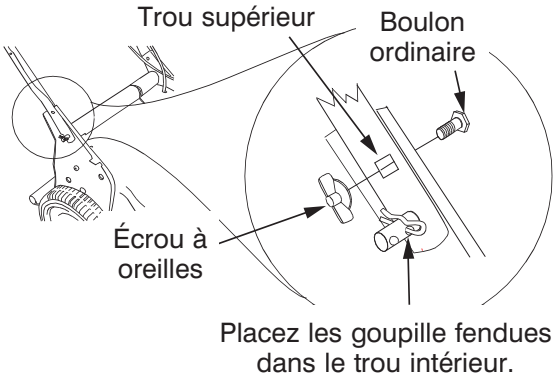
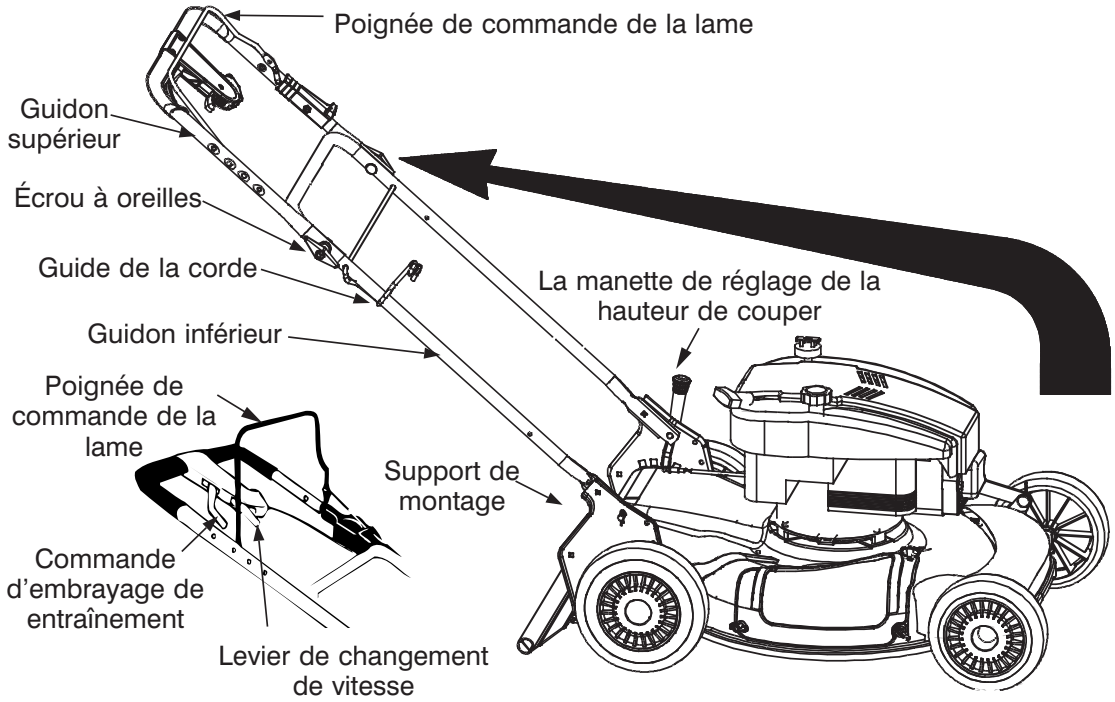

Figure 2
Figure 1
La poignée de commande de la lame se trouve sur le guidon supérieur de la tondeuse. Voir la Figure 1. Il faut serrer cette poignée contre le guidon pour que la tondeuse fonctionne. Le fait de lâcher la poignée arrête le moteur et la lame.
Il se trouve sur le boîtier de la commande d'embrayage de l'entraînement, sur le guidon supérieur. Voir la Figure 1. Il sert à choisir la vitesse de déplacement de la tondeuse. Lâchez la commande d'embrayage de l'entraînement pour changer de vitesse.
ASSEMBLAGE DE LA TONDEUSE (Voir la Figure 1)
- Relevez le guidon supérieur en le tirant pour le placer en position de travail. Voir la Figure 1. Assurez-vous que le guidon inférieur est bien appuyé sur les supports de montage. Serrez les écrous à oreilles de chaque côté du guidon. Voir la Figure 2.
- Enlevez les goupilles fendues placées dans le trou extérieur des goupilles soudées sur les supports de montage du guidon. Placez les goupilles fendues dans le trou intérieur. Voir la Figure 2.
- Insérez un boulon ordinaire (fourni dans le sachet de boulonnerie) dans le trou supérieur du support de montage droit du guidon (de l'intérieur vers l'extérieur). Voir la Figure 2. Maintenez-le en place avec un écrou à oreilles en plastique. Procédez de la même façon du côté gauche.